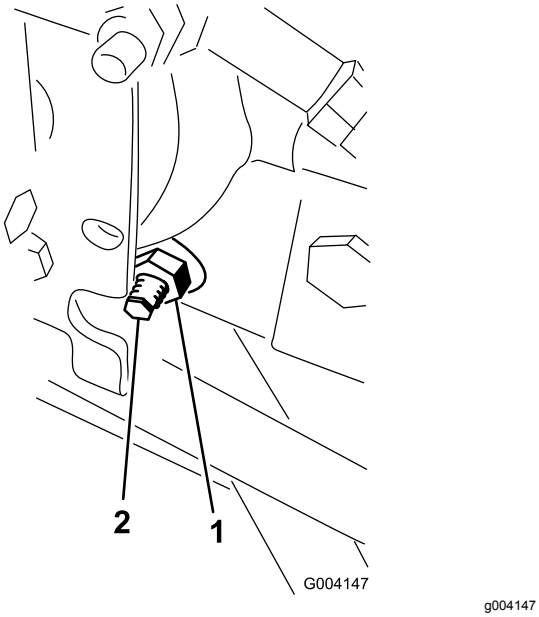

Figur 63
3. På den høyre siden av hydrostaten løsner du festeskruen på trekkjusteringskammen (Figur 63).